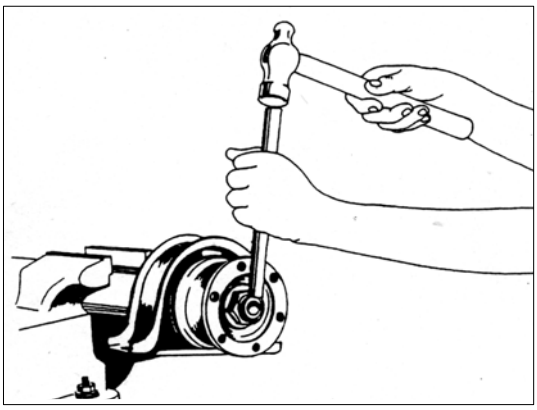

РИС. 263
14) Застопорите гайку крепления соединительного фланца (см. рис. 263).